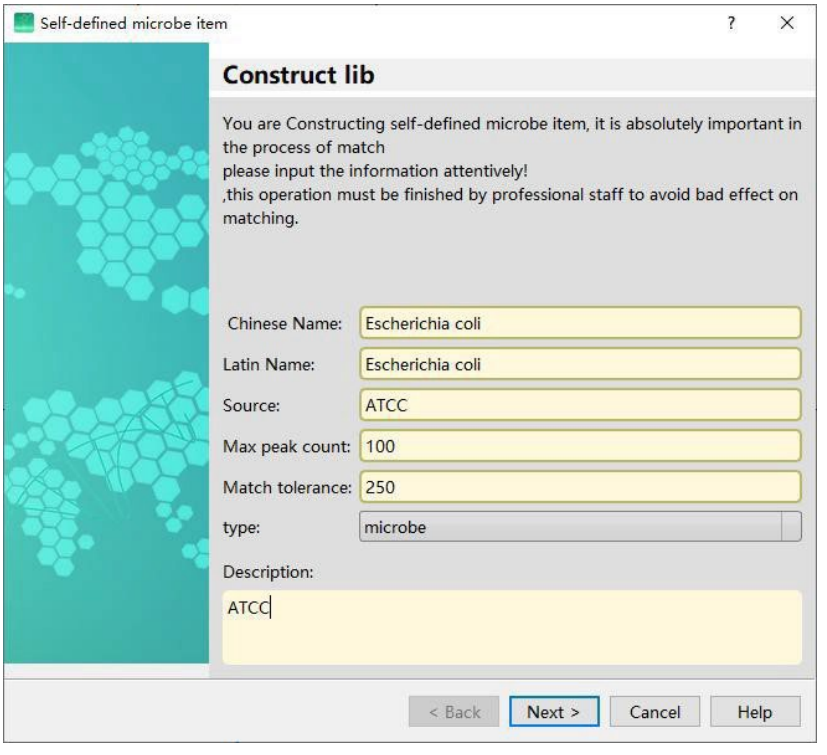
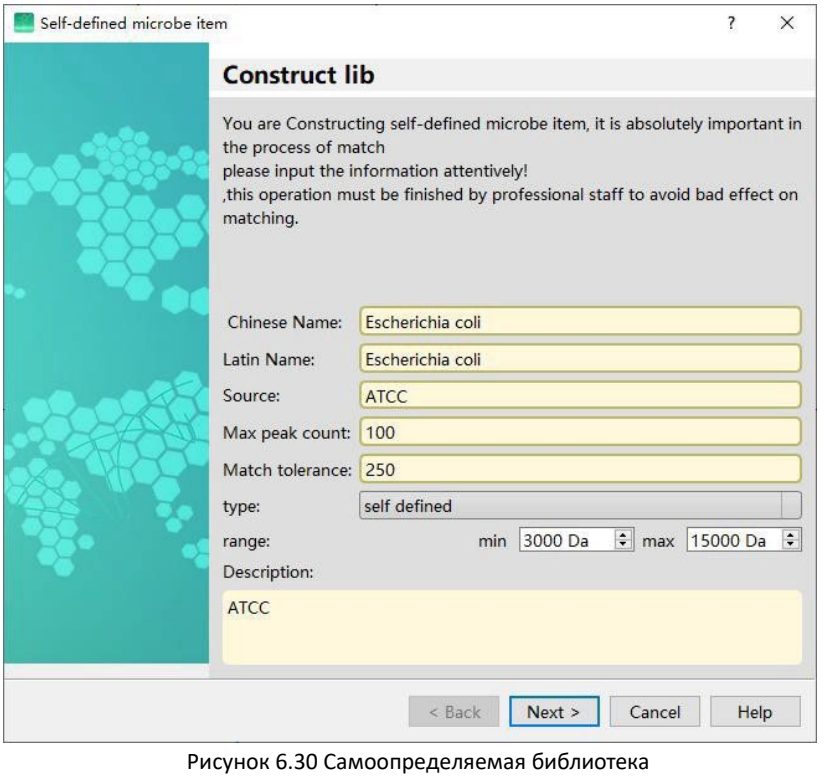

Рисунок 6.29 Микробный
Рисунок 6.30 Самоопределяемая библиотека
1) Откройте и загрузите спектр, выберите спектр, нажмите кнопку «Construct Lib» в «Spectrum List» («Списке спектров»), появится следующее диалоговое окно (см. Рисунок 6.29 и Рисунок 6.30), и введите основное содержимое штамма в соответствии с подсказкой.